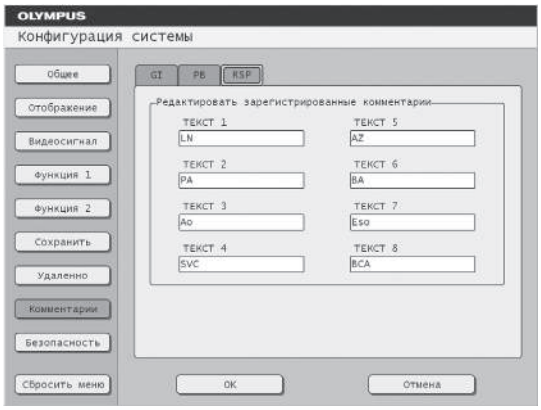

рисунок 4.21
Данное меню используется для редактирования и записи текстов ранее внесенных комментариев (TEXT (ТЕКСТ) 1-8) (см. табл. 4.33). Для различных режимов исследования предусмотрены отдельные вкладки (см. рис. 4.21).
2. Выберите группу [Comment] (Комментарии) с помощью клавиши-стрелки. Настраиваемые элементы отобразятся на вкладке [GI]. (см. рис. 4.21)